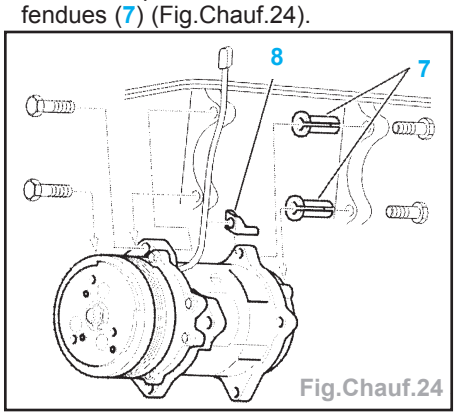

Fig.Chauf.24
- Vérifier la présence des 2 entretoises fendues (7) (Fig.Chauf.24).